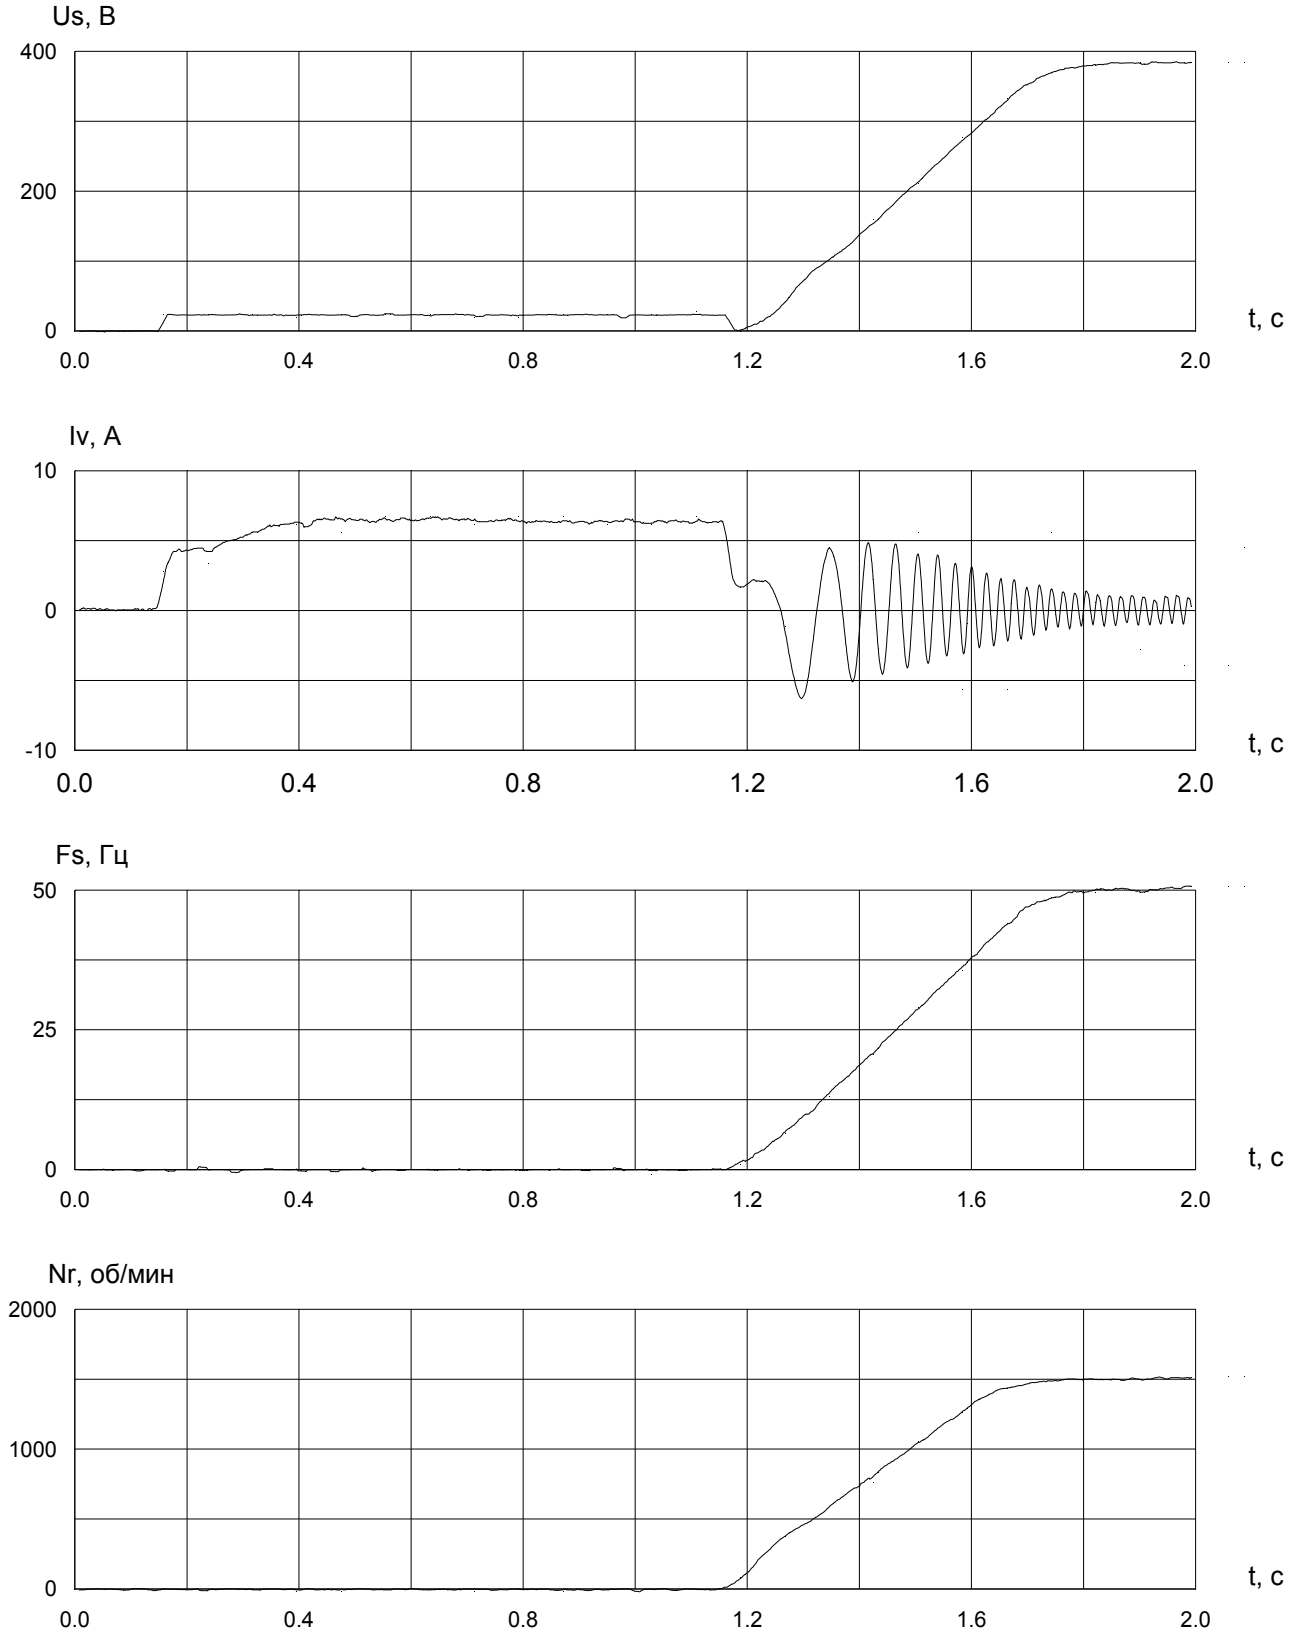
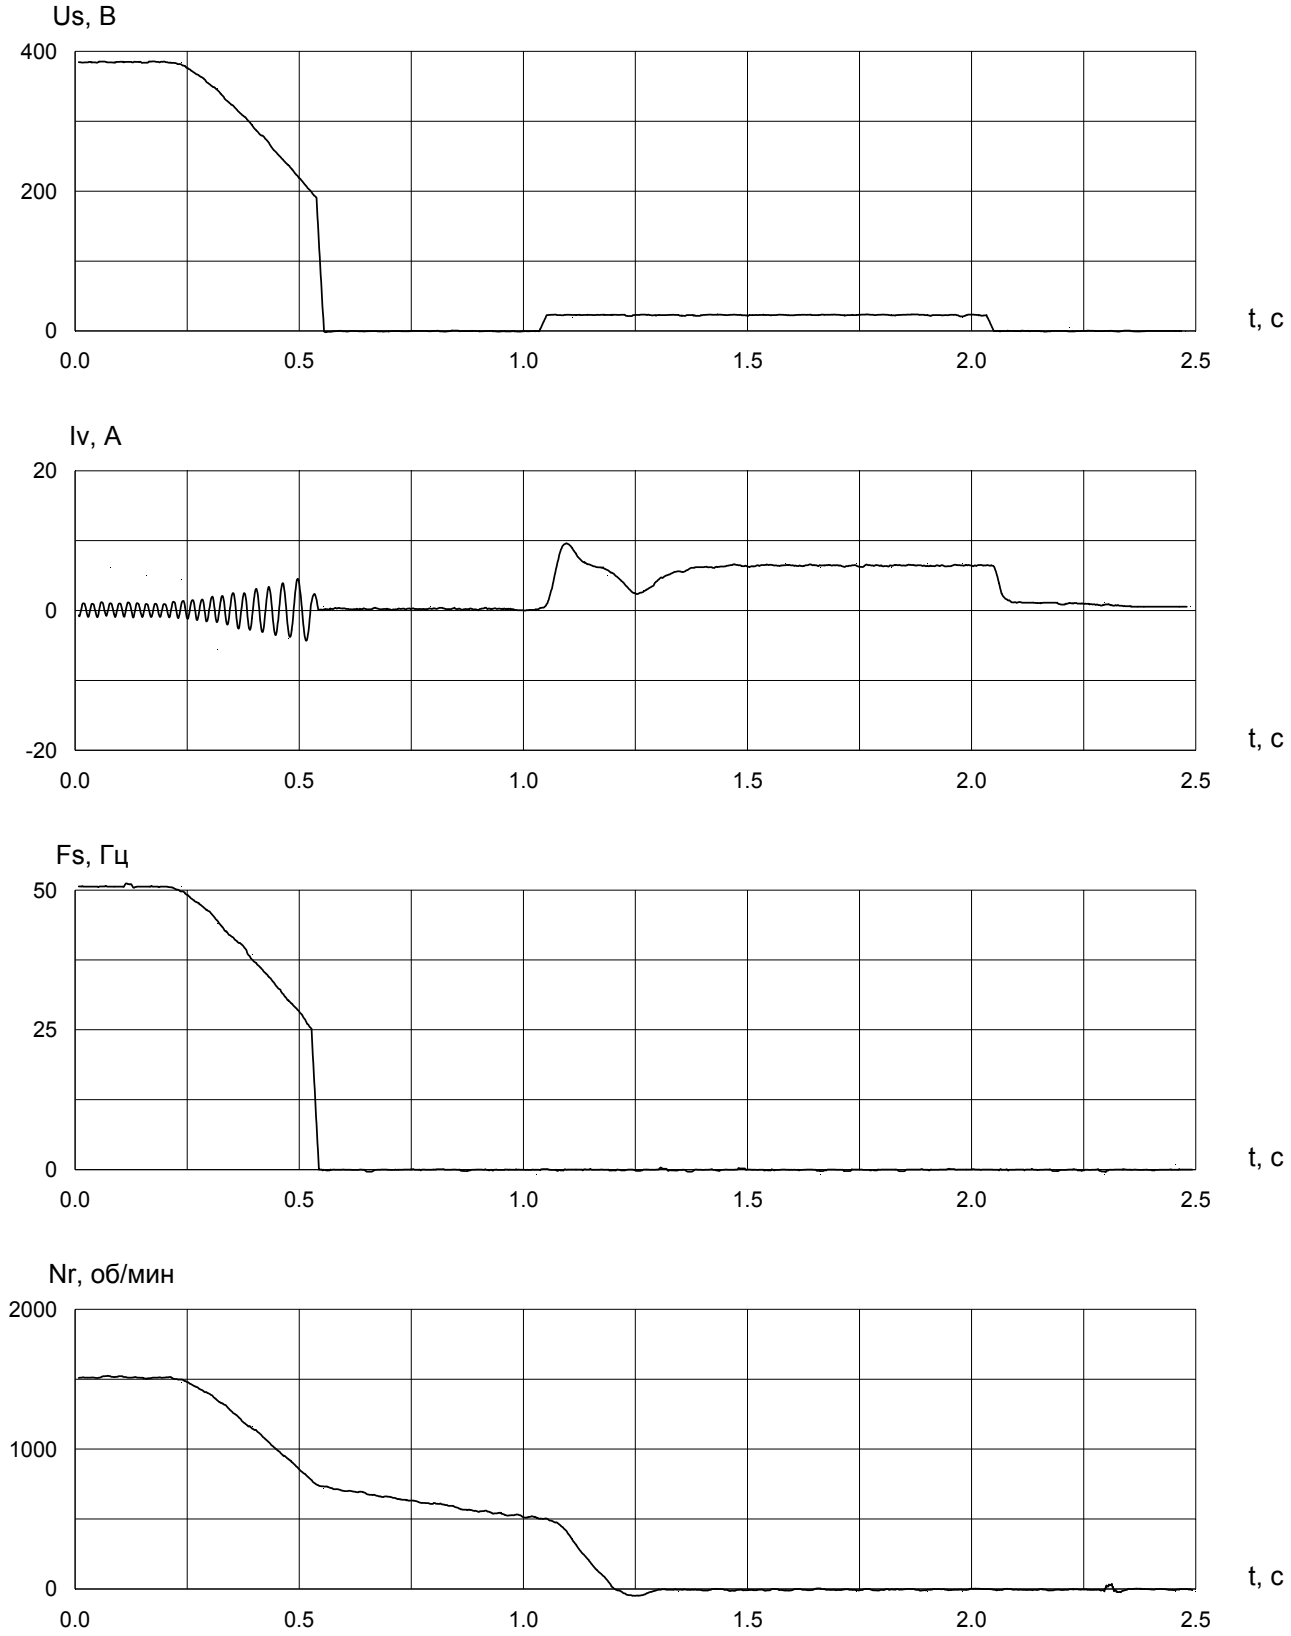

Рис. 7.4. Осциллограммы режима динамического торможения. Удержание постоянным током перед пуском. Параметры режима: $I_{дт}$ =100%, $T_{уп}$ = 1с.
Рис. 7.5. Осциллограммы режима динамического торможения. Сочетание частотного и динамического торможения. Параметры режима: T дт = 1с, I дт =100%, Nr дт = 50%.
*На рис. 7.4 ÷ 7.6 приведены осциллограммы динамического торможения в различных вариантах использования: удержание постоянным током перед пуском, сочетание частотного и динамического торможения, только динамическое торможение. Показаны временные диаграммы действующего значения выходного напряжения преобразователя частоты **Us**, мгновенного значения фазного тока **Iv**, частоты напряжения статора **Fs**, скорости ротора **Nr**. На осциллограммах рис. 7.5, 7.6 видна пауза длительностью около 0.5 с перед подачей постоянного напряжения на обмотки двигателя. Во всех случаях были установлены параметры задатчика интенсивности: **Tp1** = 0.5 с; **Tm1** = 0.5 с. Торможение выполнялось на холостом ходу с номинальной скорости двигателя.*